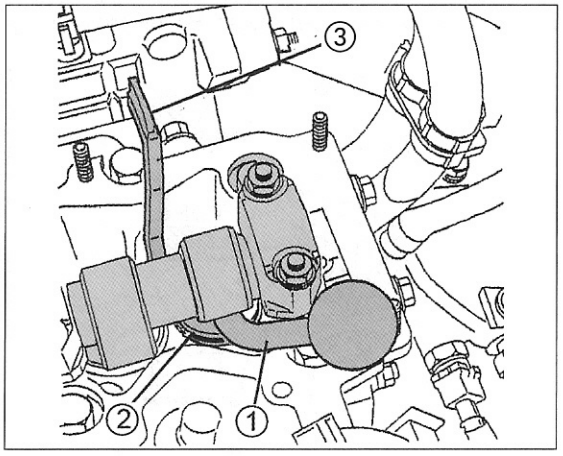

Bild 92
- Den Hebel zum Herunterdrücken des Stößels in der in Bild 92 gezeigten Weise von der Einlassseite des Motors her einsetzen und den Stößel nach innen